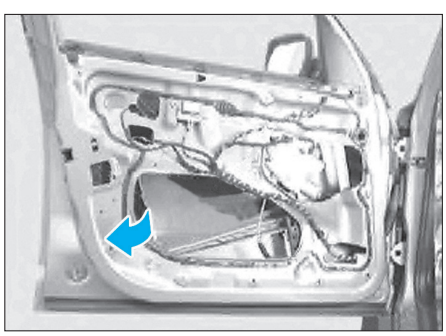

Fig. 104
• Extraire la partie avant du mécanisme comme illustré **(Fig.104)**.